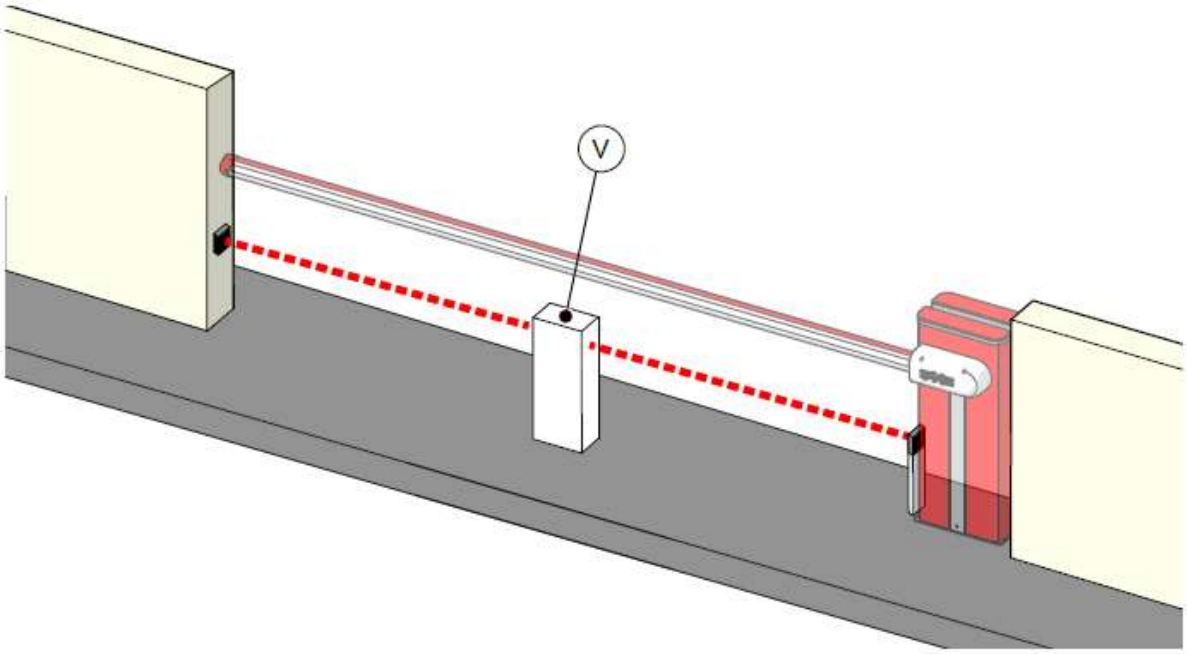

Fig. 6
• Per ridurre il rischio d'impatto tra asta e i veicoli (o persone), installare una coppia di fotocellule, ad un'altezza consigliata di **500 mm**. **(Vedi Fig. 6)**